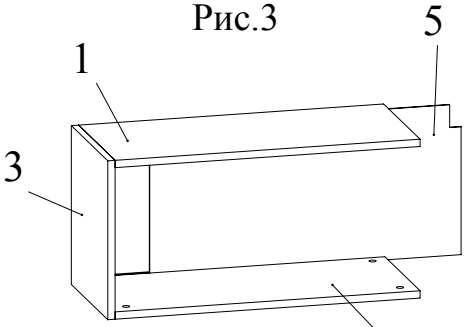

Рис.5
8. Вставить заднюю стенку ДВП 5 в пазы боковины 3, крышки 1 и дна 2 (Рис. 5)